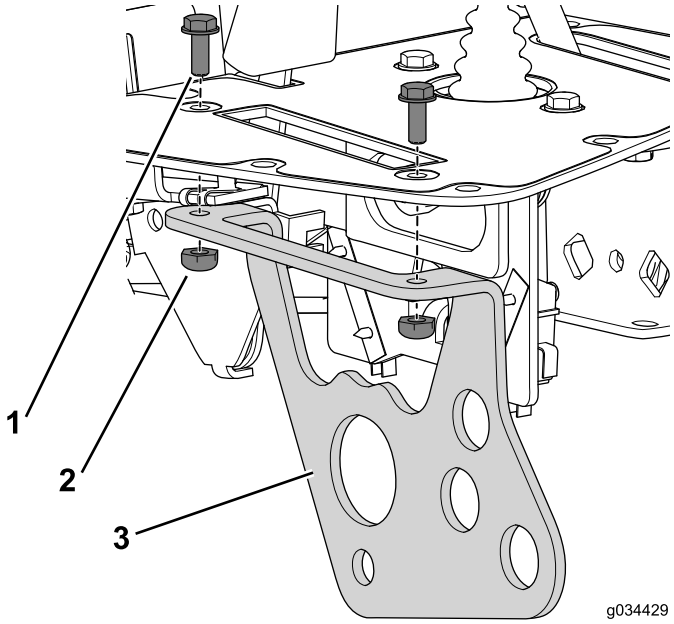

Rysunek 21
1. Używając 2 śrub (nr 10 x 1/2 cala) i nakrętek zabezpieczających, zamocuj wspornik dźwigni sterowania funkcją do konsoli (Rysunek 21).